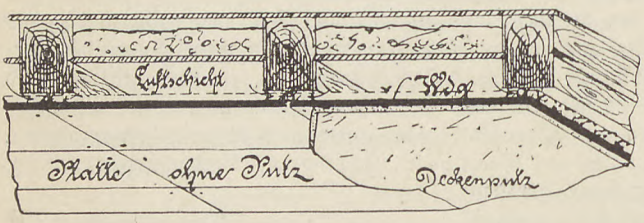

Fig. 190.
7. Isolier-Deckenplatten von Seemann. Vom Regierungsbaumeister M. Seemann in Berlin, Klopstockstr. 34, wird eine gesetzlich geschützte Konstruktion veröffentlicht, die die brennbaren Rohrputzdecken auf Schalung durch massive, aber leichte Isolierplatten mit freier Luftschicht unter den Balken ersetzt, die bei einem event. Brande der Zerstörung und dem Herabstürzen nicht ausgesetzt sind. Die durch die Fig. 190 und 191 erläuterte Konstruktion ist folgende: